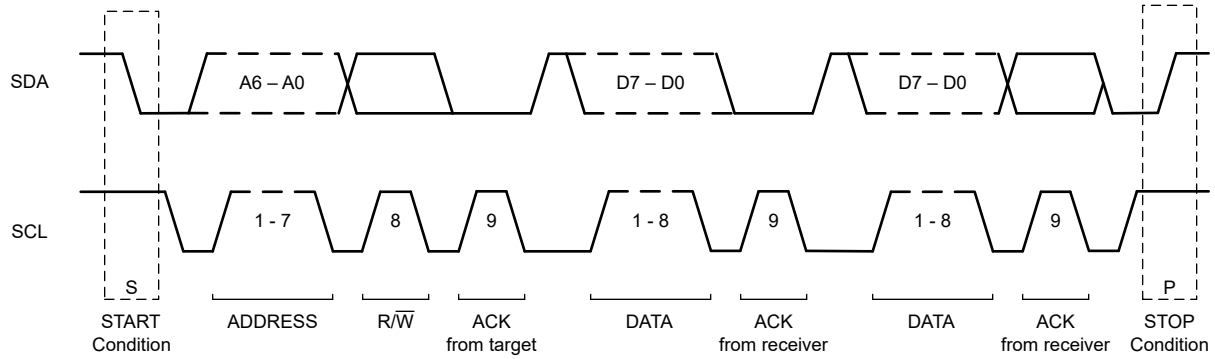

図 8-9. I²C データ転送のフォーマット
図 8-9 は、データ転送の代表的なフォーマットを示したものです。コントローラは、START (S) コンディションを生成することで ADS1x1C0x とのすべてのトランザクションを開始します。SCL が high の状態で SDA ラインが high から low に遷移すると、START コンディションが定義されます。START 条件の後、バスはビジー状態とみなされます。